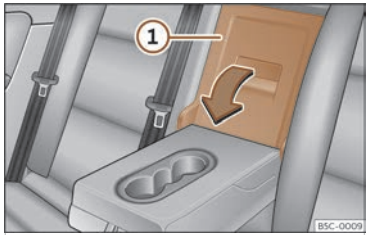

**Fig. 175** On the rear seat backrest: opening the trapdoor.
- Pull the release lever in the direction of the arrow and fold the trapdoor cover ››› **Fig. 175** (1) down and forwards.